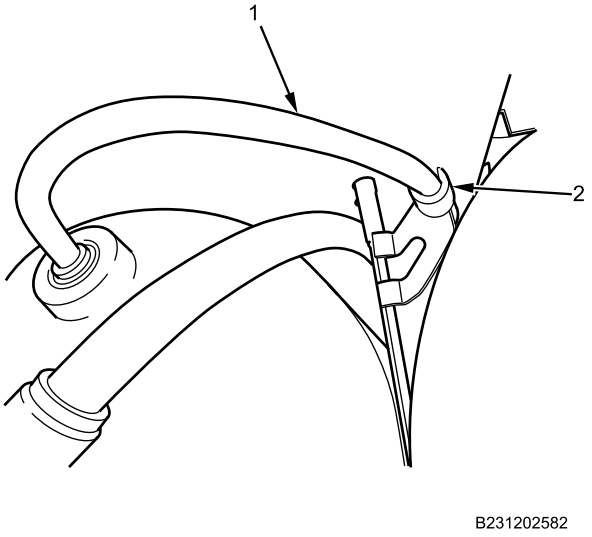

Figure 21. Secondary Tank Air Lines.
22. Connect supply-to-secondary tank small ORANGE air line (Figure 21, Item 1) on air line support (Figure 21, Item 2).